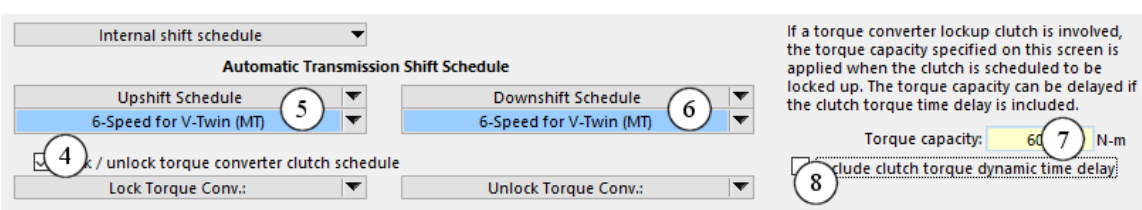

Figure 28. Additional controls for the lock/unlock clutch schedule.
① Drop-down list for selecting an external or internal shift schedule (keyword = `OPT_SHIFT_INTERNAL`). The data link for the upshift schedule② and downshift schedule ③ are hidden when the external shift schedule is selected.
② Link to **Powertrain: Upshift Schedule** datasets. The root keyword for the associated table is `UPSHIFT_TRANS` (Table 4.)
③ Link to **Powertrain: Downshift Schedule** datasets. The root keyword for the associated table is `DOWNSHIFT_TRANS` (Table 4.)
④ Checkbox to include a lockup clutch in the torque converter of an automatic transmission. Checking the box reveals two links (⑤ and ⑥) to define locking and unlocking control parameters for the lockup clutch (Figure 28). Also, the lockup clutch parameters (⑦ and ⑧) are used. This box must be unchecked when a manual clutch is linked on the main **Powertrain** screen.
⑤ Link to a **Powertrain: Lockup Schedule** datasets. The root keyword for the associated table is `LOCK_AT` (Table 4.)
⑥ Link to a **Powertrain: Unlock Schedule** datasets. The root keyword for the associated table is `UNLOCK_AT` (Table 4.)